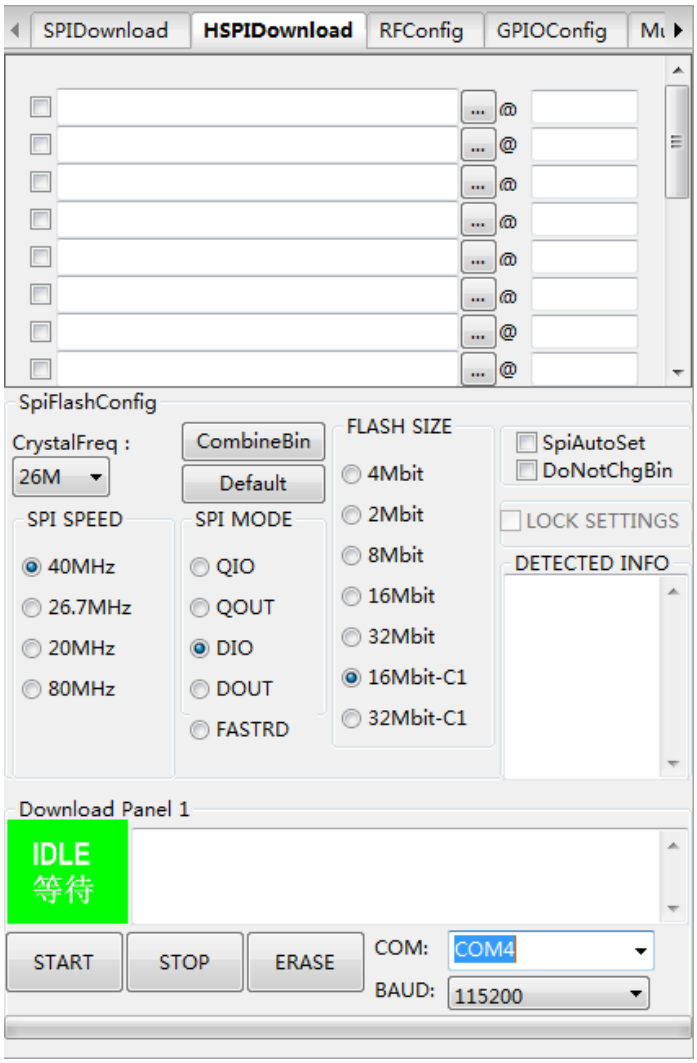

图 4-12. ESP8266 DownloadTool — HSPIDownload
- 下载模组时，选用 HSPI 下载，***CrystalFreq*** 选择 26 M 晶振，***SPI MODE*** 根据实际情况选择 ***QIO*** 或 ***DIO*** 模式，如图 4-12 所示。